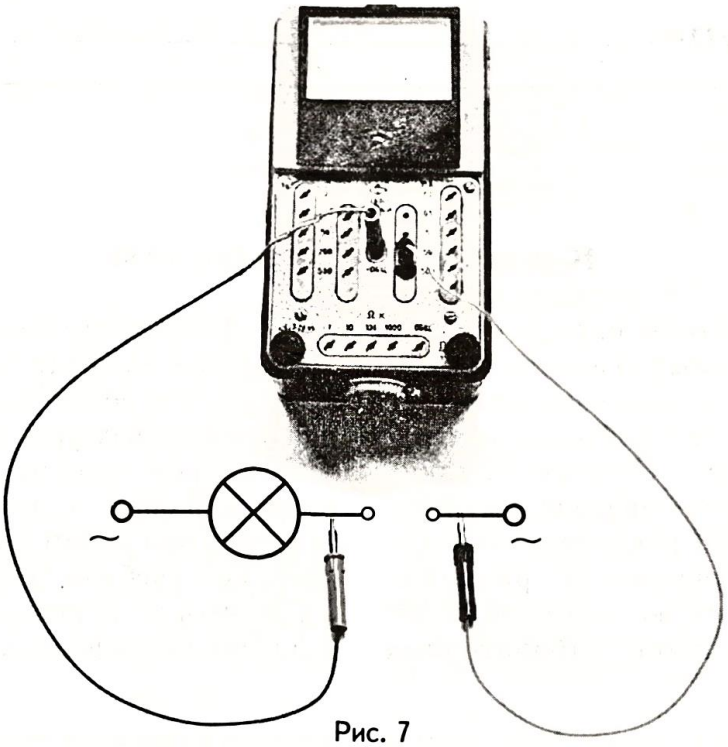

Рис. 7
Используйте авометр для измерения силы переменного тока (рис. 7).
4. Измерьте силу переменного тока в цепи миниатюрной лампы накаливания, подключенной к источнику переменного тока, выбрав предел измерения (рис. 7).